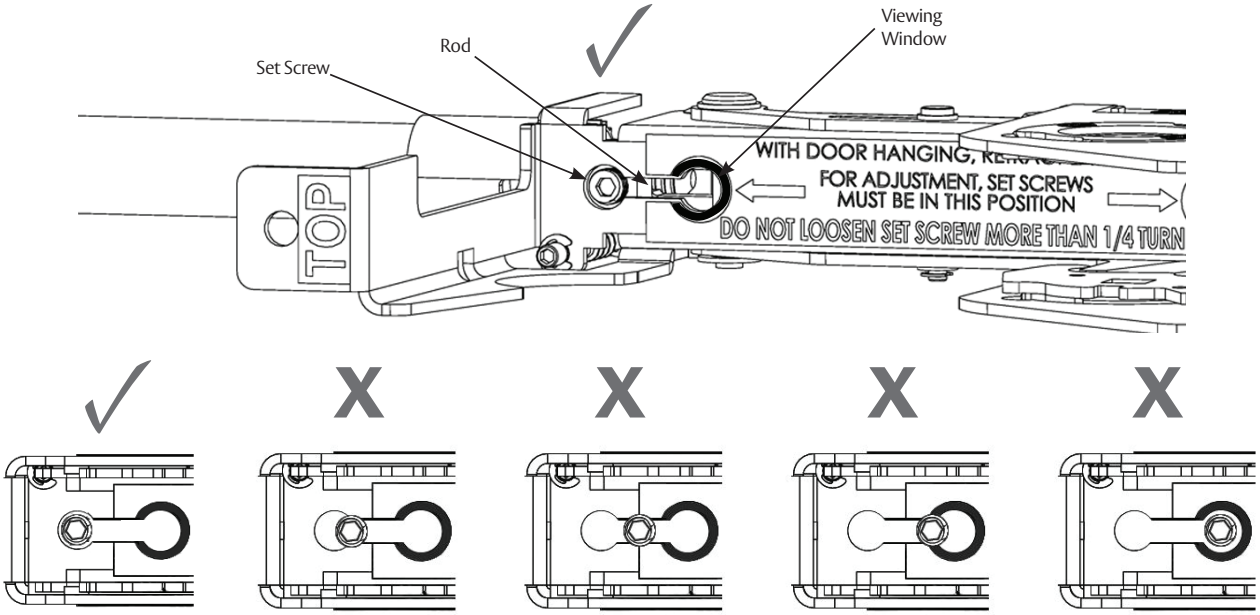

Figure 41
- Be certain a portion of the red end of the rod can be seen in the LBC viewing window and set screw is in the location shown. (Figure 41)